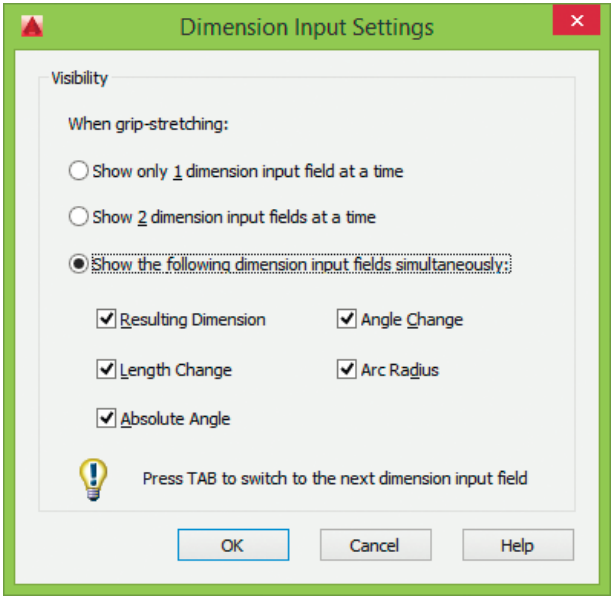

Рис. 4.3. Диалоговое окно настройки параметров ввода размеров
- ❑ В области **Dimension Input** кнопкой **Settings...** загружается диалоговое окно настройки параметров ввода размеров **Dimension Input Settings** (рис. 4.3), позволяющее установить видимость при растяжке ручек: